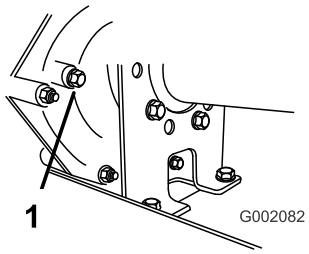

Rysunek 56
2. Wykręć śrubę z otworu do kontroli poziomu oleju (Rysunek 56).